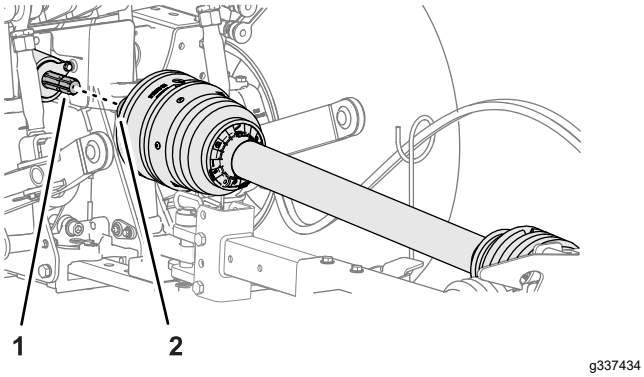

Figuur 30
1. Breng de snelkoppeling van de aandrijfas van de aftakas op een lijn met de uitgangsas van de aftakas (Figuur 30).